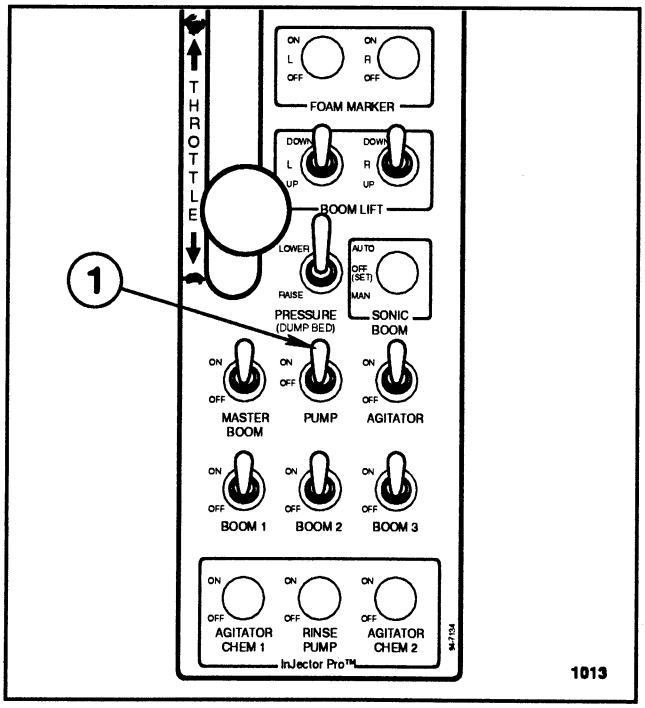

FIG. 4
1. Use Pump Switch to activate the Spreader Motor. See FIG. 4.